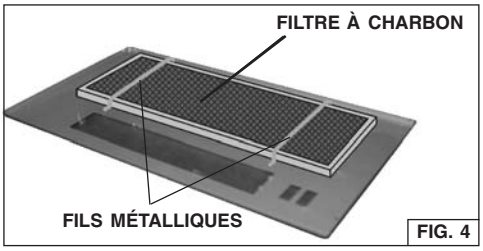

FIG. 4
2. Installer le filtre à charbon par-dessus le filtre à graisses et le tenir en place au moyen de fils métalliques fournis avec le filtre à charbon (Fig. 4).
2. Enlever les fils métalliques (Fig. 4) et remplacer le filtre à charbon.